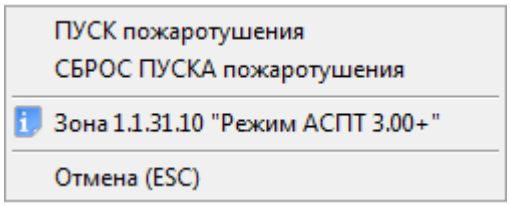

Рисунок 8-149 Контекстное меню для входа с типом "Режим прибора"
– Управление пуском пожаротушения и сбросом (отменой) пуска пожаротушения (см. Рисунок 8-149);